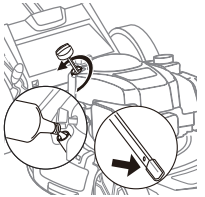

Fig.4
2. Remove oil dipstick from oil fill spout (Fig.4).